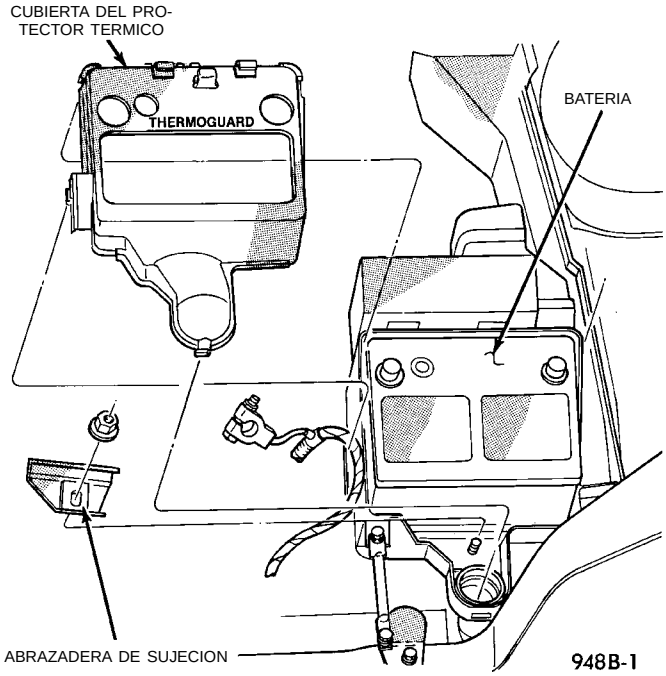

Fig. 18 Protector térmico de la batería
(3) Retire la cubierta del protector térmico de la batería (Fig. 18).